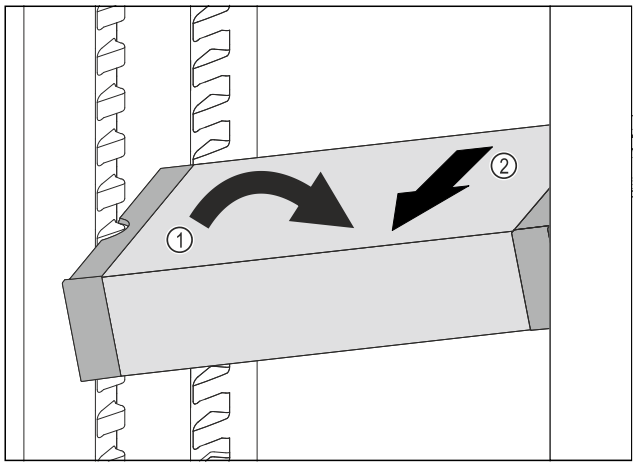

Fig. 102
▶ VarioSafe im Kühlteil schräg stellen. *Fig. 102 (1)*
▶ VarioSafe nach vorne entnehmen. *Fig. 102 (2)*